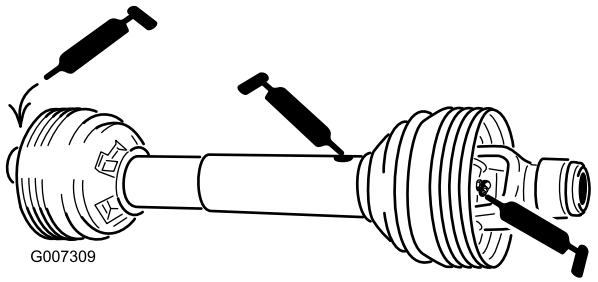

Figur 30
Kraftudtagsaksel (3) (Figur 30)